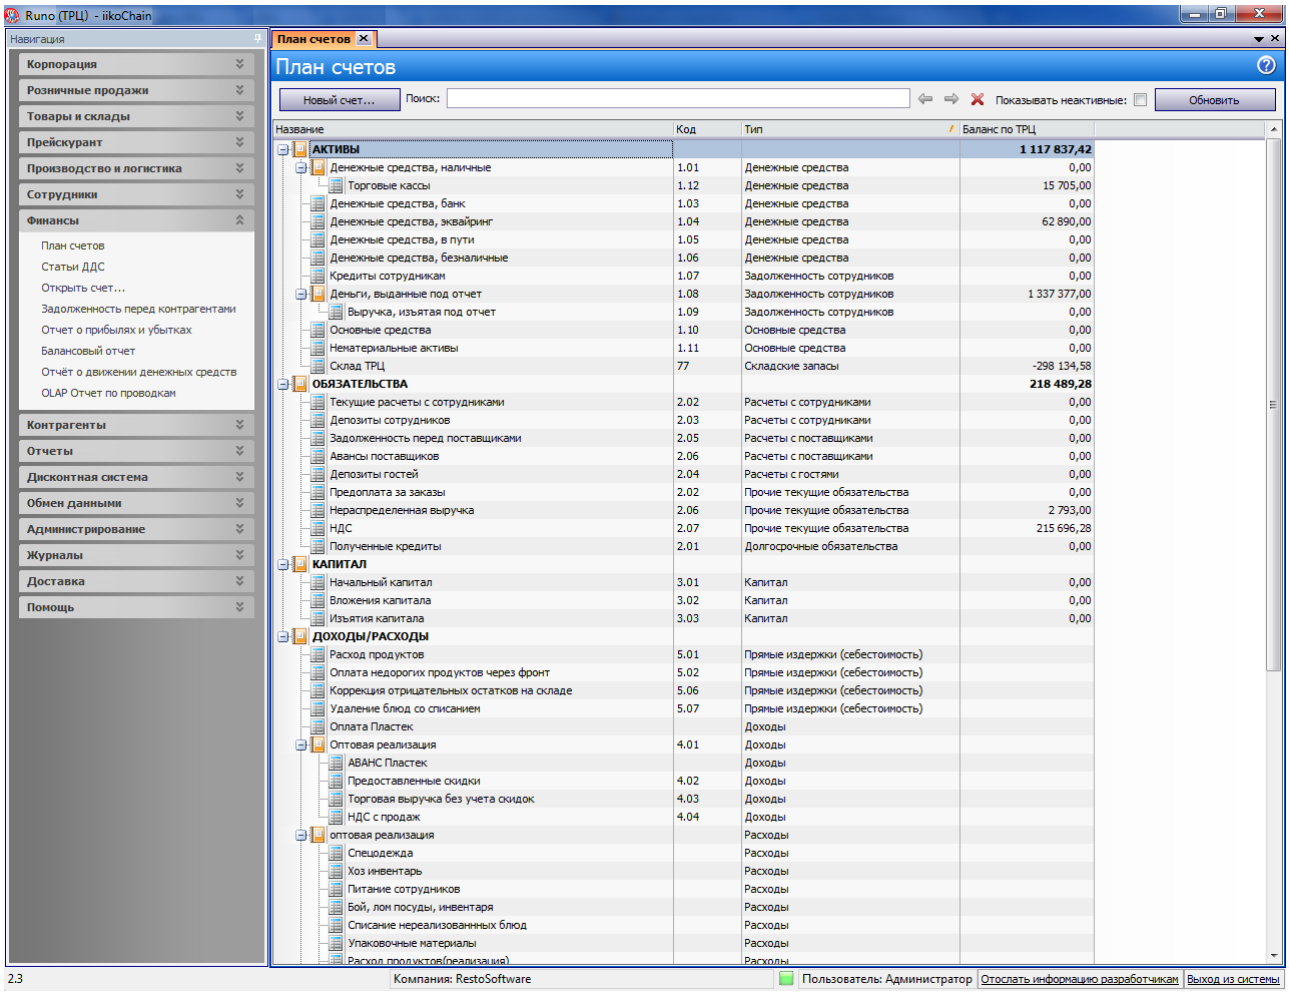

Рисунок 126 План счетов
1. В **Плане счетов** (см. Рисунок 126) выполните двойной щелчок по счету, с которого нужно произвести списание (например, «Деньги, выданные под отчет»). Произойдет переход в карточку данного счета, отображающую движение по нему средств. По умолчанию в списке представлены операции за последние 30 дней.